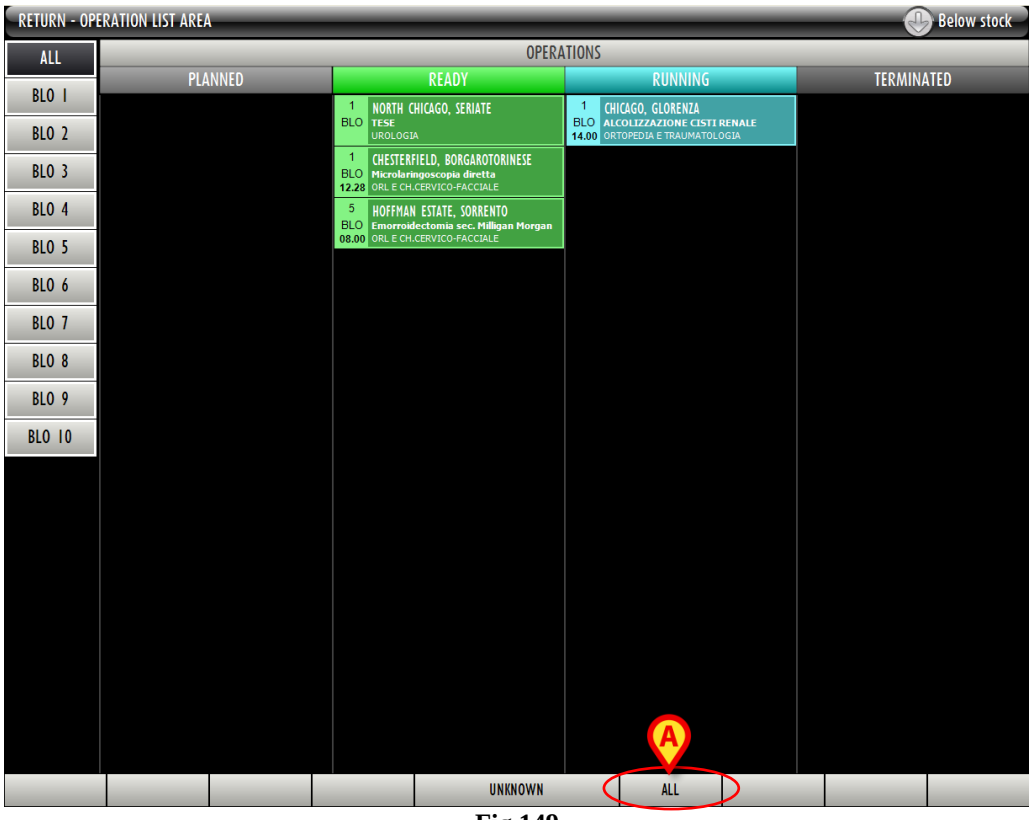

Fig 149
The **All** button on the command bar (Fig 149 **A**) displays the list of all the resources picked in the selected period. All the pickings are displayed: those associated to the operations, those associated to the cost centers, those associated to any other possible relevant entity.
- click the **All** button on the command bar (Fig 149 **A**).